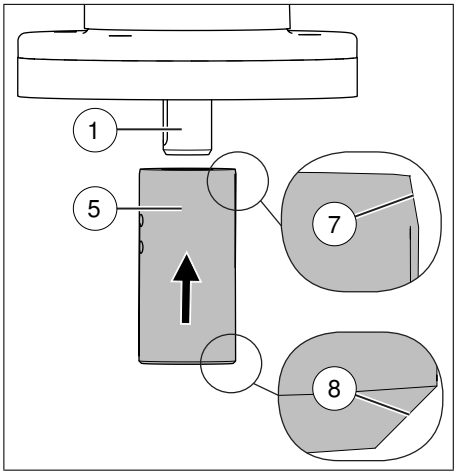

Rys. 13: Montaż adaptera
2. Nasunąć adapter na wał napędowy. Stroma faza zewnętrzna musi przy tym być skierowana na silnik (Rys. 13).